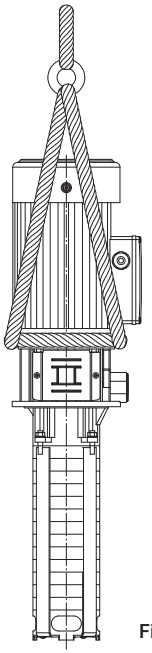

Fig.3
8. Please lift or move the pump by hoist as shown in Fig 3 below.